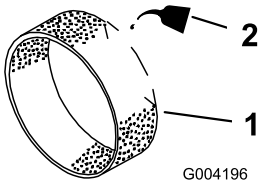

Figur 16
3. Legg 29,6 eller 59,1 ml olje på forfilteret (Figur 16).